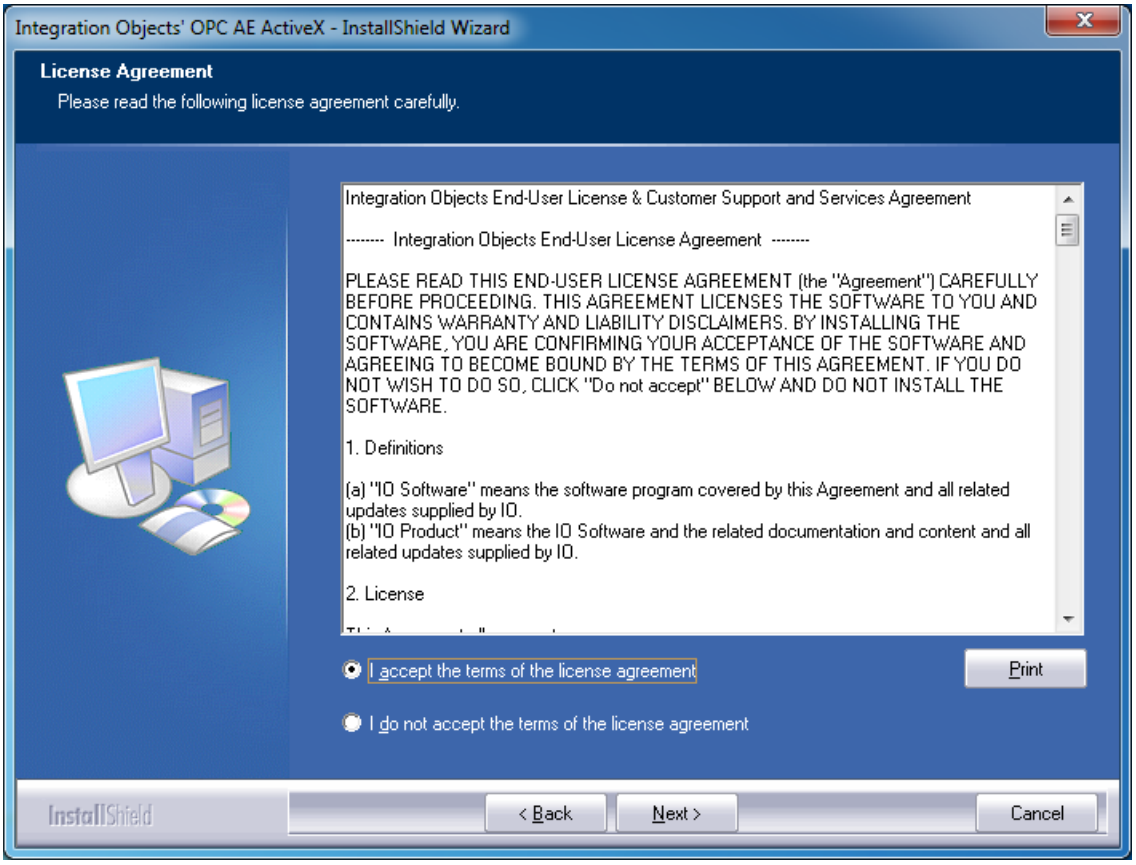

Figure 2: License Agreement Window
3. After the welcome window is dismissed, the license window shown below in Figure 2 is displayed. Please read the license agreement and select “I Agree” to proceed with the installation.